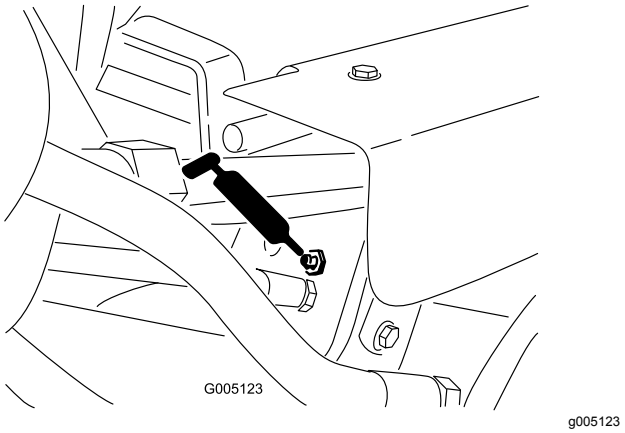

**Figur 40**
- Lyftcylindrarna (3) (Figur 40)